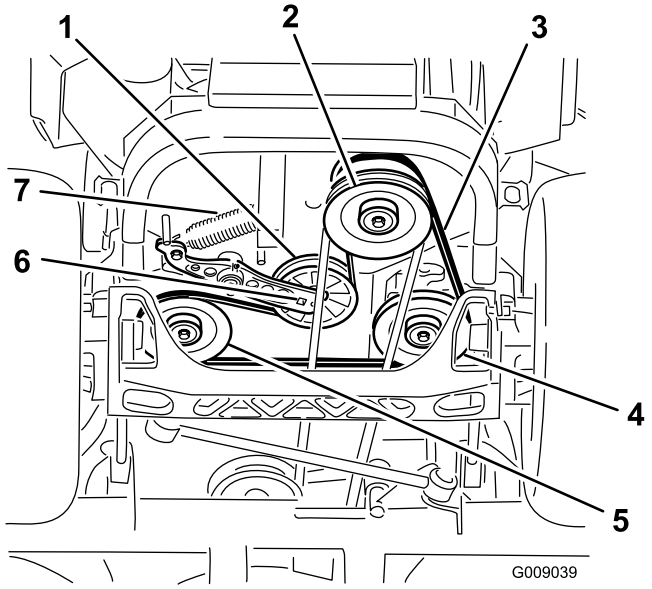

**Figure 75**
4. Soulevez la machine sur des chandelles (Figure 75).
5. Insérez un rochet dans le trou carré du bras de la poulie de tension pour déposer le ressort de la poulie de tension (Figure 75).
6. Décrochez le ressort de tension du bâti (Figure 75).
9. Insérez un rochet dans le trou carré du bras de la poulie de tension pour installer le ressort de la poulie de tension sur le châssis (Figure 75).